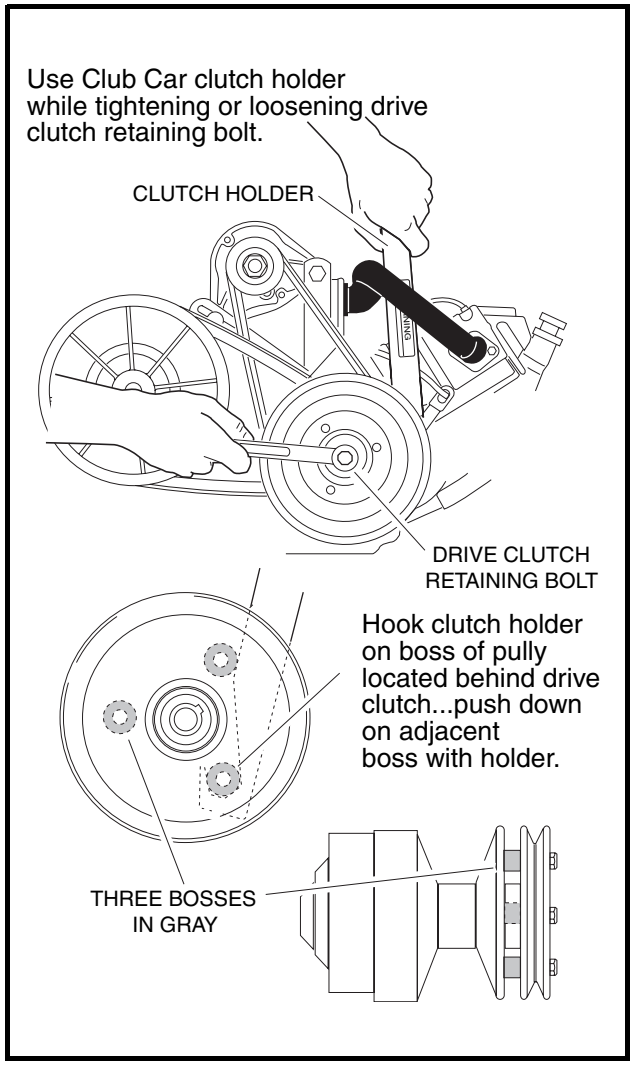
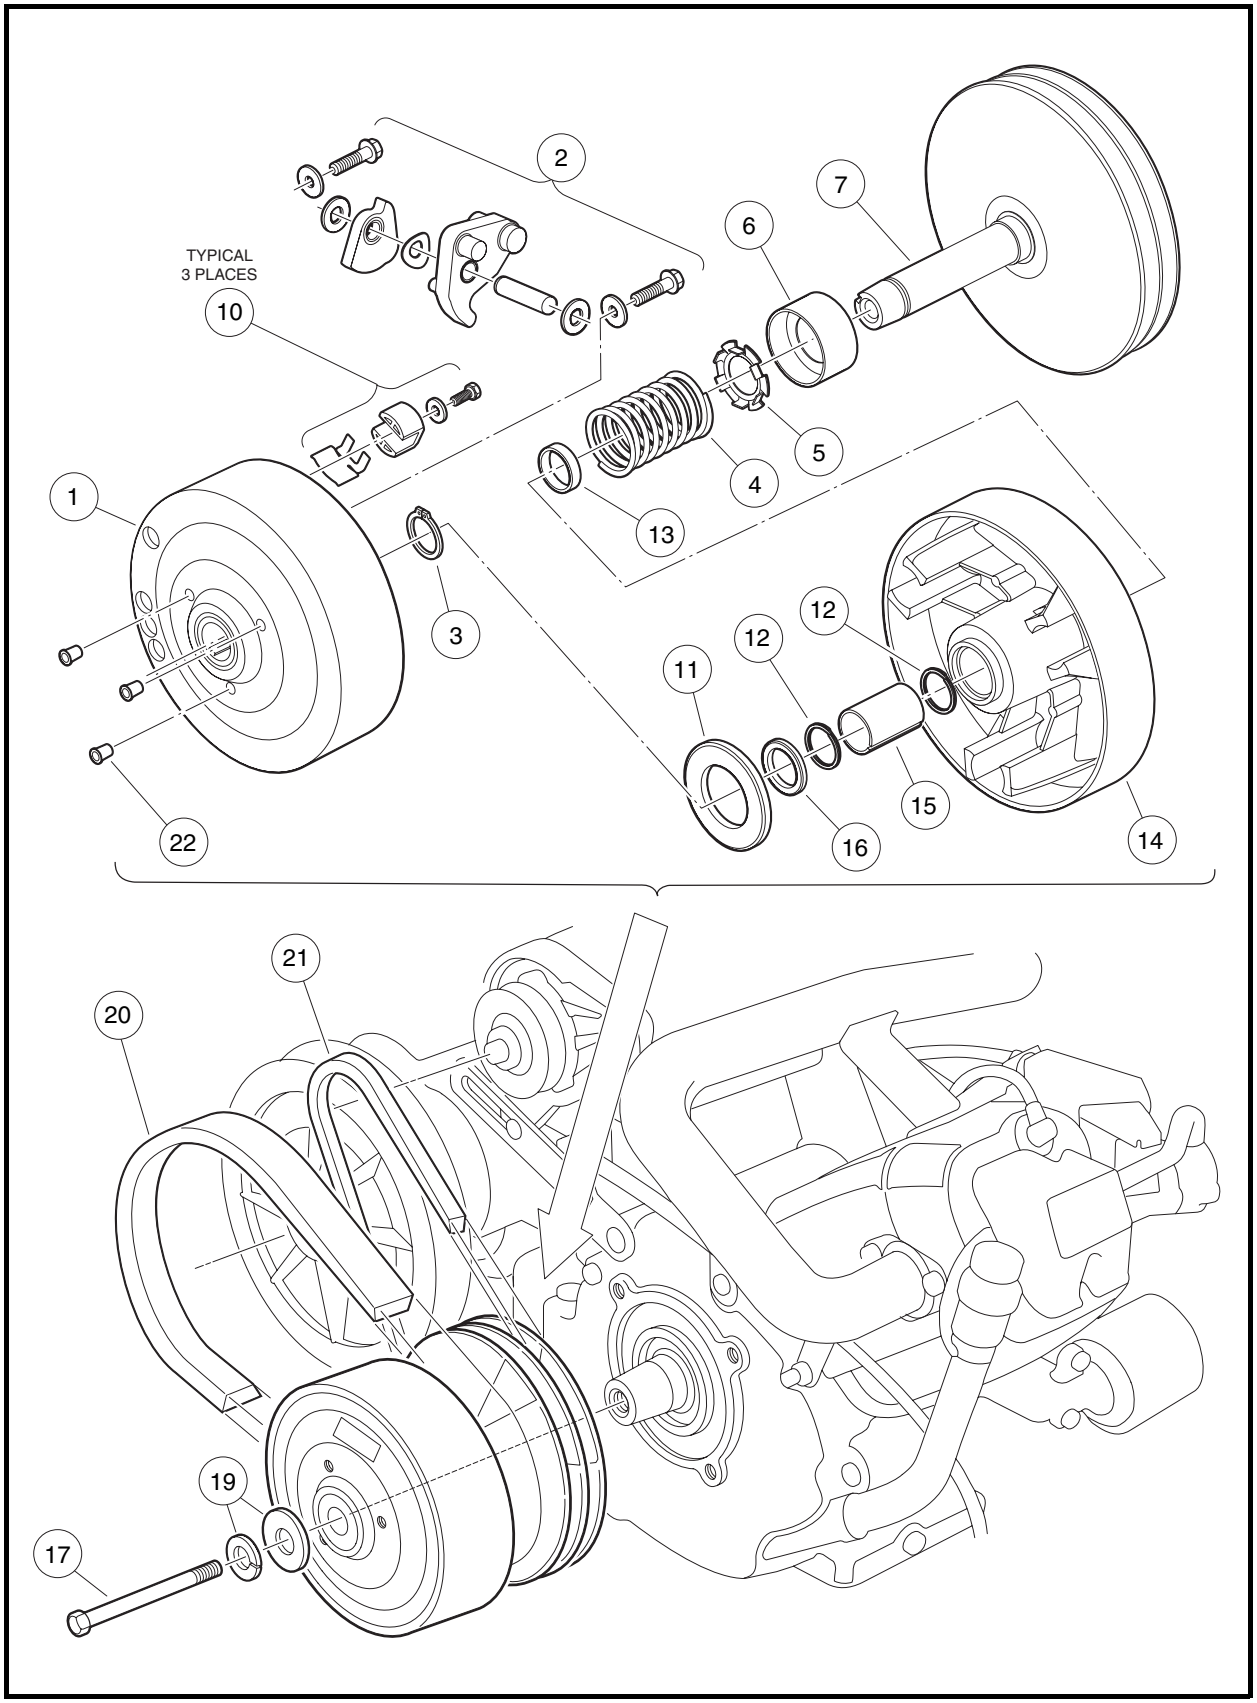
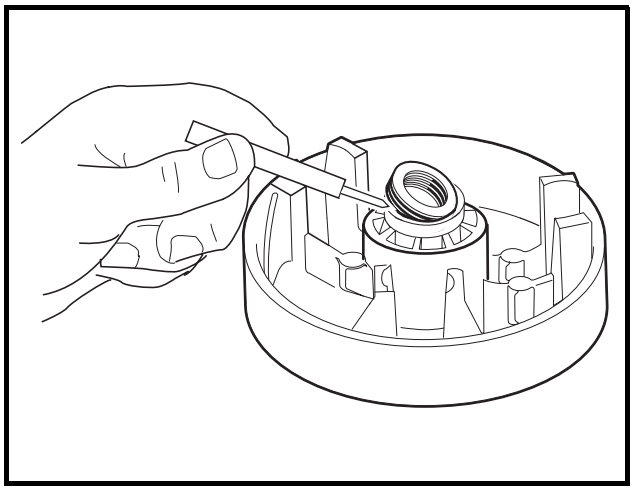

Figure 17-3 Loosen Retaining Bolt
Figure 17-5 Drive Clutch Assembly
Figure 17-13 Spiral Back-up Rings
3. If cleaning the driven clutch does not solve the problem, disassemble and thoroughly clean all parts of the drive clutch. Be sure to clean the plastic drive buttons (10) **(Figure 17-5, Page 17-6)**.
4. Remove the drive clutch retaining bolt (17) and mounting washers (19) **(Figure 17-5, Page 17-6)**. **See also Figure 17-3, Page 17-4. See following NOTE.**
- **Use only a dry cloth to lightly wipe the shaft of the fixed face assembly (7) (Figure 17-5, Page 17-6). Do not use a brush or steel wool. These will damage the surface of the shaft.**
2. Remove the drive clutch hub (1) **(Figure 17-5, Page 17-6)**:
2.1. Remove the three plugs (22) from the clutch puller attachment holes **(Figure 17-5, Page 17-6)**.
3. Remove the thrust washer (11) from the moveable face (14) **(Figure 17-5, Page 17-6)**.
6. Remove the retaining ring (3) from the shaft of the fixed face assembly (7) and slide the moveable face (14) off the shaft **(Figure 17-5, Page 17-6)**. **See following NOTE.**
NOTE: *If the moveable face is removed from the hub of the fixed face, the spiral back-up rings (12) must be replaced with new ones* ***(Figure 17-5, Page 17-6)****.*
7. Remove the spacer (16), and spring (4) and retainer (5). The spring retainer can be removed from the spring if necessary **(Figure 17-5, Page 17-6)**.
9. Use a scribe or small pick to remove the spiral backup rings (12) from each end of the bore in the fixed face assembly **(Figure 17-5, Page 17-6)**. **See also Figure 17-13, Page 17-9.** Discard the rings.
1. Inspect the idler bearing (6) for smooth rotation or seal damage **(Figure 17-5, Page 17-6)**. **See following NOTE.**
2. Inspect the bore of the moveable face assembly (14) for scarring or wear. The moveable face assembly must be replaced if the bore is worn to a diameter of 0.883 inch (22.4 mm) or larger **(Figure 17-5, Page 17-6)**.
3. Inspect the steel shaft (7) on the fixed face assembly. There should be no measurable wear anywhere on the shaft. Replace the shaft if it is worn, scratched, or damaged.
4. Inspect the thrust washer (11) for wear. If it is worn more than 0.030 inch (0.76 mm), turn it over or replace it with a new one.
5. Inspect the primary weights (2) and the hub casting for wear. If the primary weights show signs they are touching the casting, the tips of the weights have worn beyond specification and they must be replaced.
1. Press idler bearing (6) onto the shaft of the fixed face assembly (7). Press on the inner race of the bearing only. Make sure that the cup side of bearing is facing away from the fixed face **(Figure 17-5, Page 17-6)**.
2. Using needle nose pliers, install the spring retainer (5) onto the spring (4).
3. Install the spring (4) and retainer (5) into the cup of the idler bearing (6).
4. Install the spacer (13) onto the shaft of the fixed face.
5. Install a new spiral backup ring (12) in each end of the bore of the moveable face assembly (14).
6. Install the moveable face assembly (14) onto the shaft of the fixed face assembly (7).
6.2. Install the retaining ring (3) **(Figure 17-5, Page 17-6)**.
12. Install the 1/4-20 bolts and washers (2) and tighten them to 10 ft-lb (13 N·m) **(Figure 17-5, Page 17-6)**. **See following NOTE.**
16. Install the thrust washer (11) onto the moveable face assembly **(Figure 17-5, Page 17-6)**.
17. Install the hub assembly (8) on the moveable face assembly and align the match marks made before disassembling the clutch. Press the hub assembly on by hand.
18. Replace the three plastic plugs (22) into the hole protectors **(Figure 17-5, Page 17-6)**.
1. Place the drive clutch assembly on the crankshaft taper. Position the mounting washer (with the green side facing out) on the bolt (17) and start the bolt into the crankshaft **(Figure 17-5, Page 17-6)**. **See following NOTE.**
2. Tighten the drive clutch retaining bolt (17) to 25 ft-lb (33.9 N·m) **(Figure 17-5, Page 17-6)**.